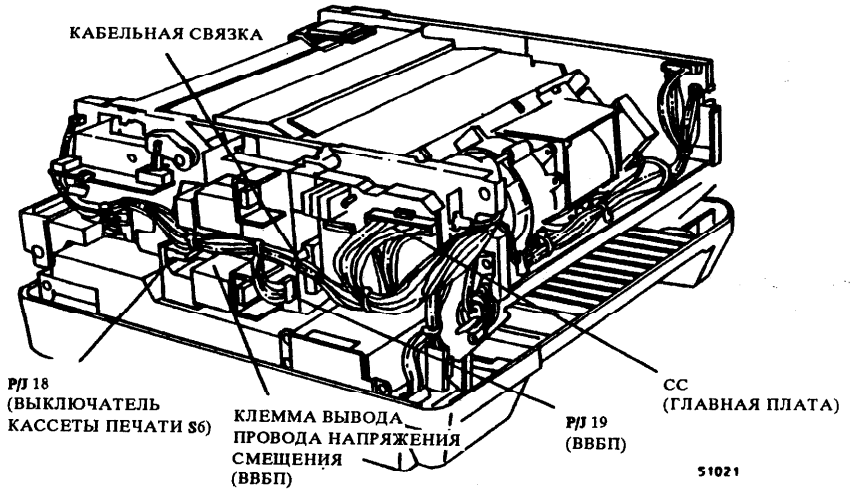

Рис. 1. (Только 5009) Расстыковка разъемов
2. (Рис. 1) (только 5009): расстыковать четыре указанных разъема.